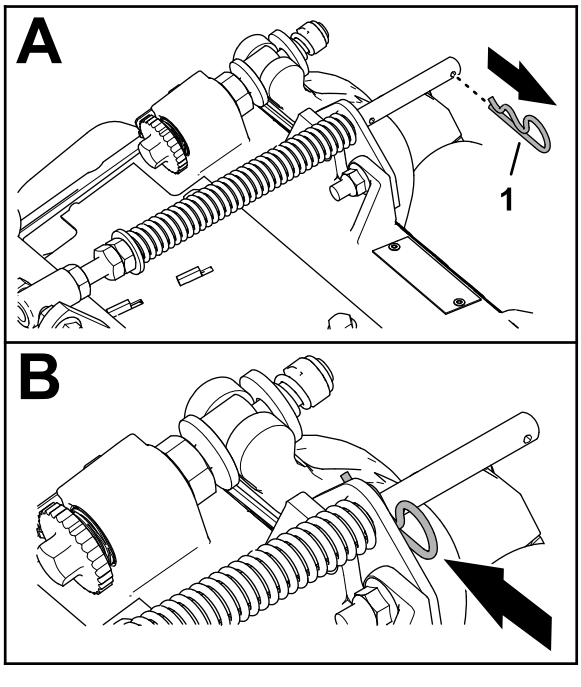

Figuur 16
1. Zit de borgpen in de achterste opening van de stang van de compensatieveer, verwijder deze dan en steek ze in de opening naast de beugel (Figuur 16).